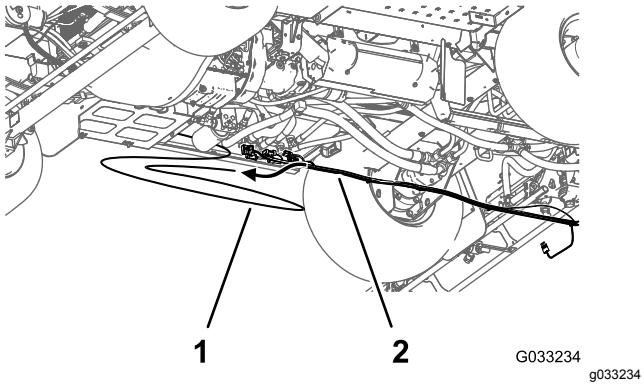

Figur 53
4. Fjern det trykkfølsomme røret for instrumentpanelmåleren fra den bakre ledningssatsen til maskinen (Figur 53).